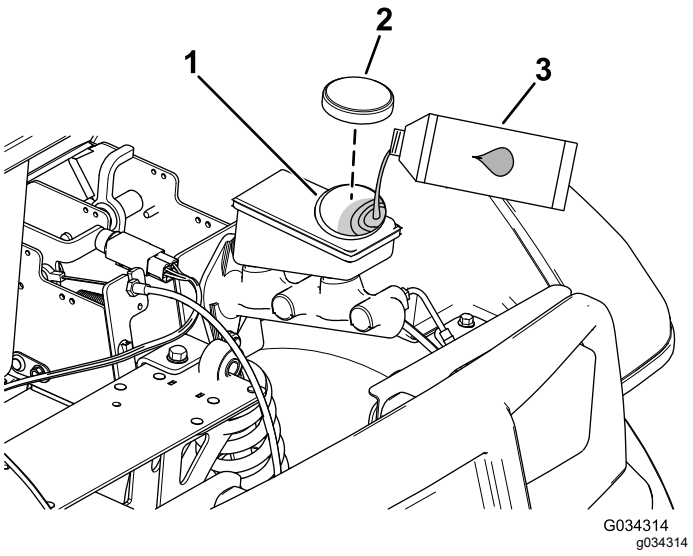

Rysunek 64
4. Unieś maskę, aby uzyskać dostęp do pompy układu hamulcowego i zbiornika (Rysunek 64).
A. Oczyść okolice korka wlewu płynu, a następnie odkręć korek (Rysunek 64).
C. Załóż korek na zbiornik (Rysunek 64).